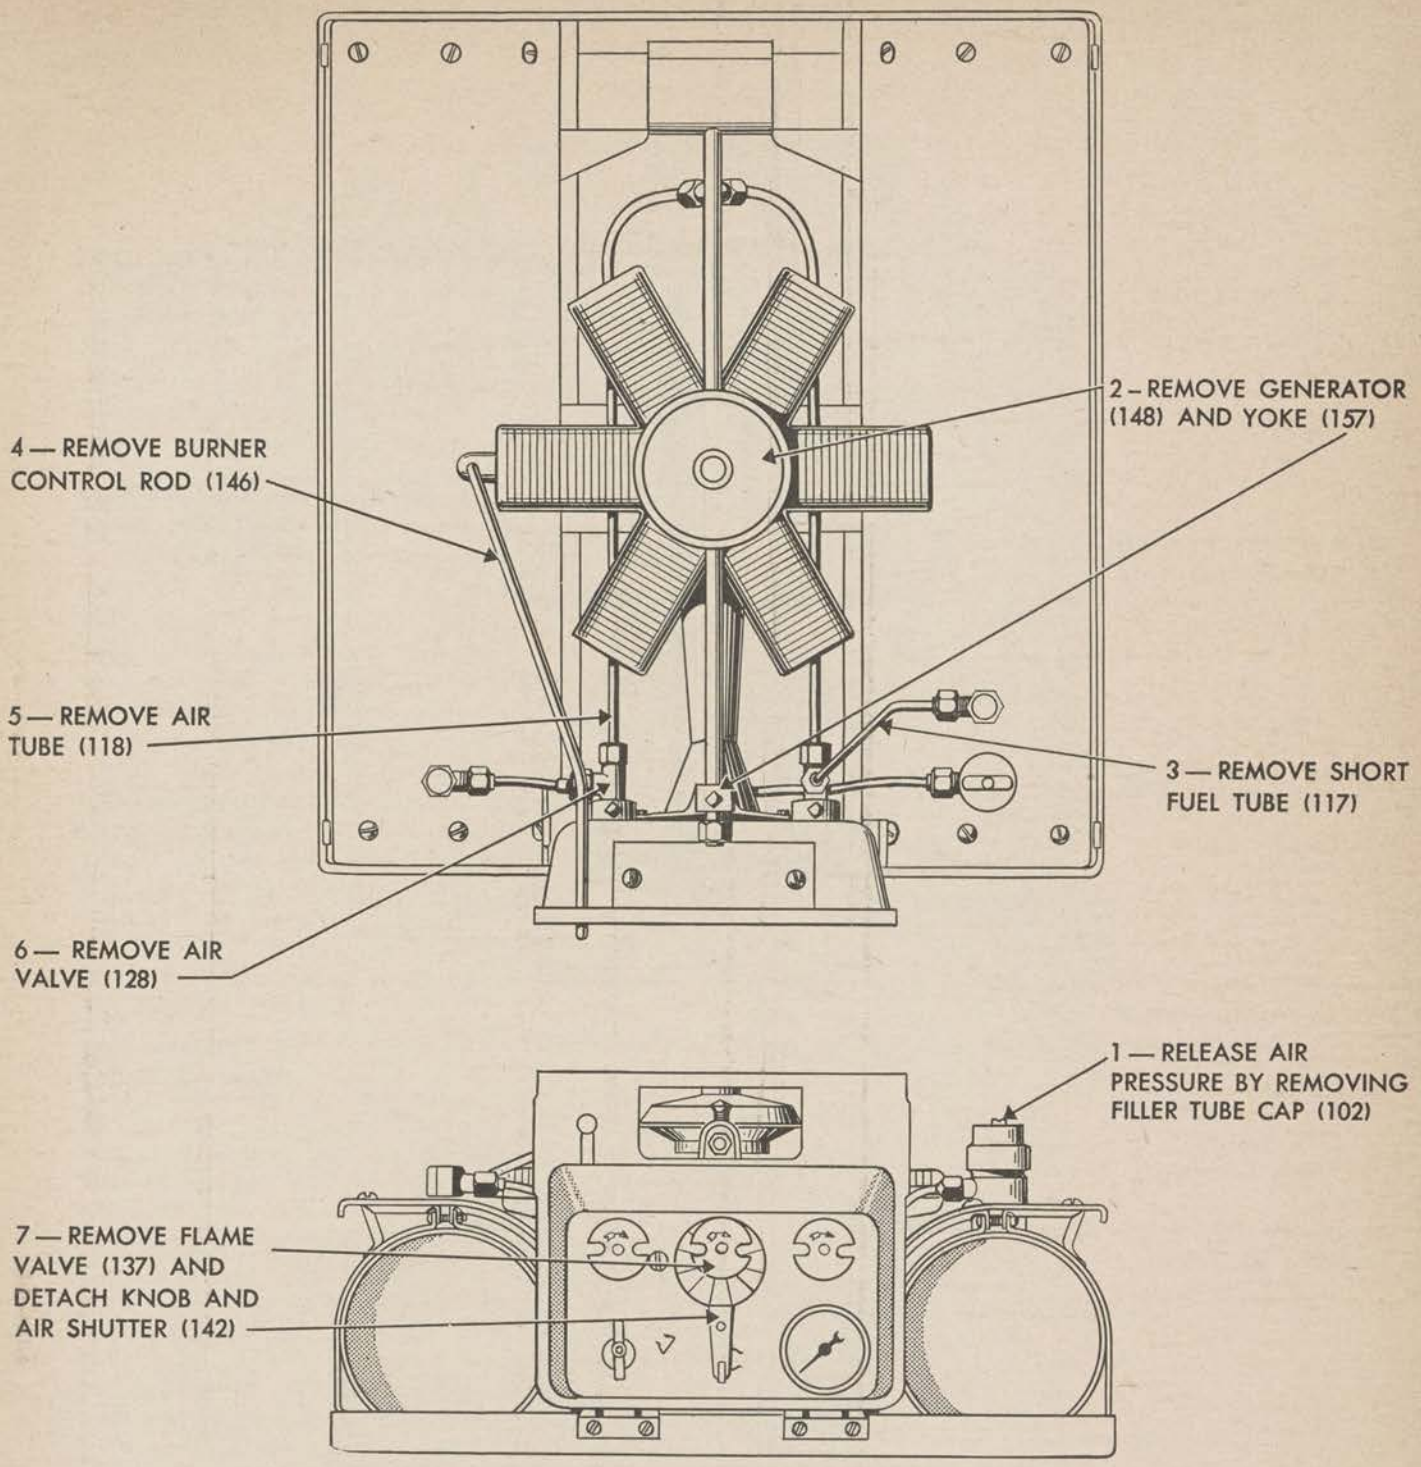

Figure 50. Dismantling unit, fire M1937, to install set, conversion, No. 2 (simplified).
(1) The original type filter disk must be replaced at frequent intervals. The conversion generator-filter will operate from 200 to 300 hours.
(2) The original generator and filter need to be cleaned after about 18 hours of operation. The conversion filter tube leading to the flame valve and the flame valve assembly need cleaning only after 50 or more hours of operation.
c. DISMANTLING OF FIRE UNIT FOR INSTALLATION OF CONVERSION SET NO. 2 (SIMPLIFIED). (See fig. 50). (1) Release all air pressure by slowly removing the filler tube cap (102).
(2) Remove the old generator (148) and yoke (157).
(3) Remove the short fuel tube (117-tank to fuel valve) by unscrewing both union nuts.
(4) Remove the burner control rod (146).
(5) Remove the air tube (118) by unscrewing the union nut at the air valve.
(6) Remove the air valve (128) in the following manner: